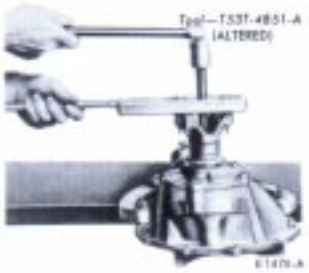

FIG. 8—**Typical Drive Pinion Flange Removal**
6. Using the tool shown in Fig. 8, remove the pinion U-joint flange.